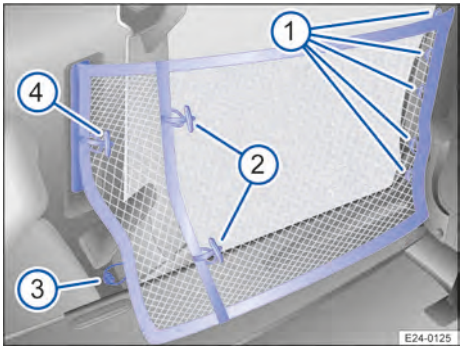

Bilde 139 Festet sikringsnett med oppreist skillevegg.
Ved bruk i sittebenkposisjon: Brett bare ut til de første festeknappene → Bilde 139 ②.
3. Ved bruk i oppreist stilling: Hekt festeringene i festene på seterammen → Bilde 139 ①.
4. Hekt bakre nedre del av sikringsnettet i festene på sidedelen → Bilde 139 ③.